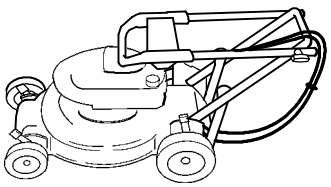

Bild 36
2. Kippen Sie das Griffoberteil vorsichtig nach vorne, bis es den Motor berührt (Bild 36).